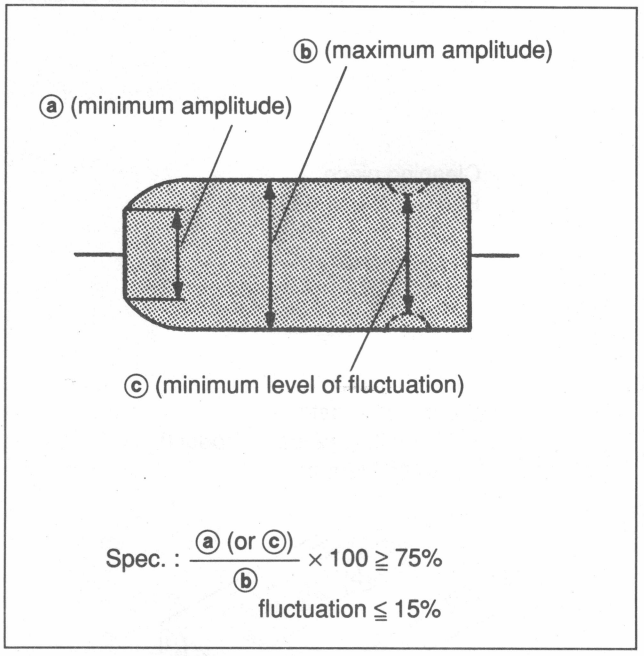

Fig. 6-3-1 Tracking Check
3. Turn the TRACKING control and adjust so that the playback RF waveform is maximum. (Fig. 6-3-1)
4. Confirm that the CH-1 RF waveform in PB CH-A satisfies the specification shown in Fig. 6-3-1.